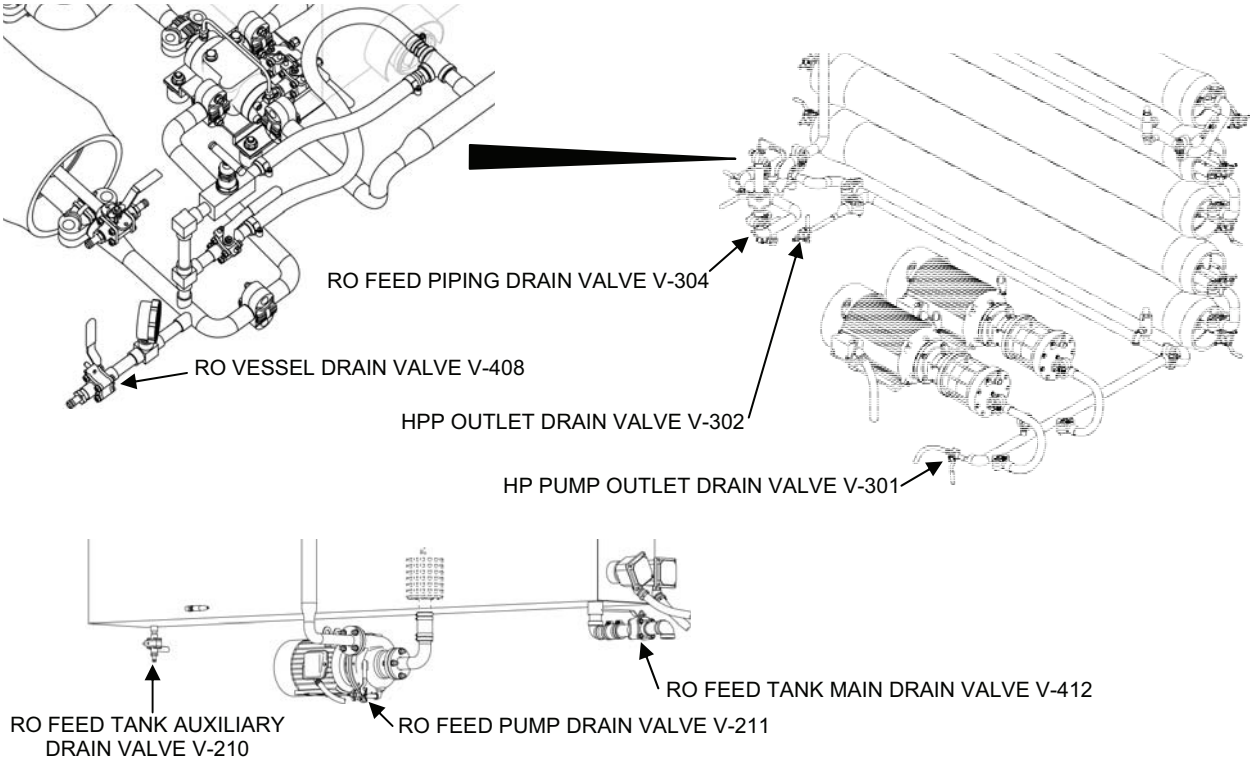

Figure 2. Valves for Shutdown to Standby for MF and RO Acid Cleaning.
2. Shutdown the TWPS to the Standby condition as follows (Figure 2):